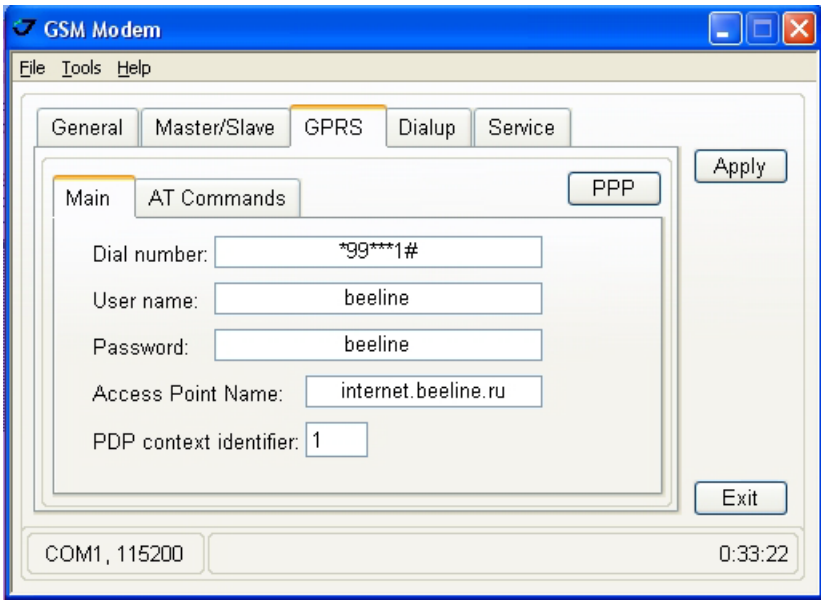

Рисунок 22. GPRS tab
2. В закладке *GPRS* необходимо ввести номер, имя пользователя и пароль, имя точки доступа и PDP контекстный идентификатор, чтобы установить GPRS соединение (Рис. 22 на стр. 41).